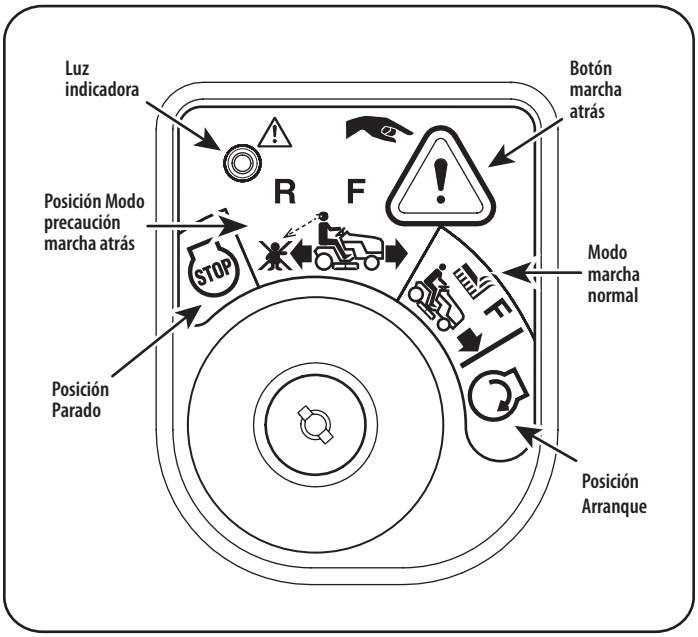

Figura 15
2. Gire la llave desde la posición MODO MARCHA NORMAL (verde) hasta la posición de MODO PRECAUCIÓN MARCHA ATRÁS (amarillo) del módulo del interruptor de contacto. Consulte la Figura 15.
3. Presione el BOTÓN MARCHA ATRÁS (botón triangular color naranja) en la esquina superior derecha del módulo del interruptor de contacto. La luz indicadora roja que está en el ángulo superior izquierdo del módulo del interruptor de contacto se mantendrá ENCENDIDA mientras está activada. Consulte la Figura 15.